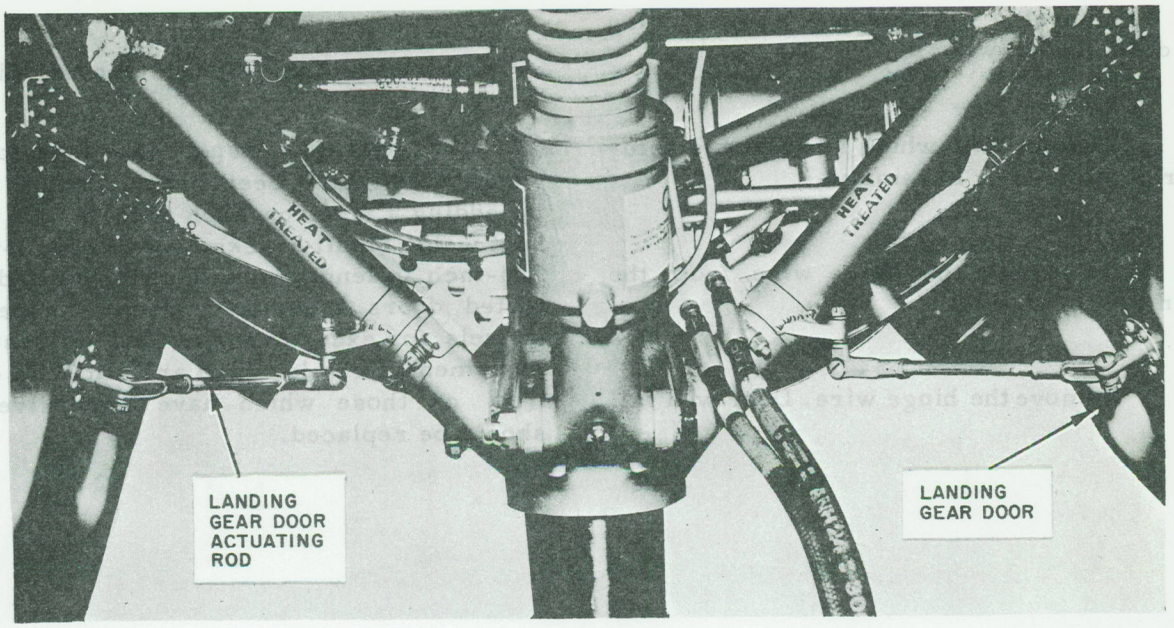

Figure 2-56 Landing Gear Door Adjustment
(d) Rigging - The landing-gear doors are adjusted by varying the length of the actuating rods (Figure 2-56) which connect the doors to the shock strut and by moving the clamp up or down or rotating it on the V-brace Properly adjusted, the doors will fit snugly with about 1/8-inch clearance between them when fully retracted. Adjust the linkage to cause a slight bow (approximately 1/8-inch) in the lower forward nacelle skin with the gears fully retracted. This will eliminate vibration of the doors while in flight. The bolts in the attaching linkage should not be tightened to such an extent as to impair free action of the swivel or rod linkage. Rig the main landing-gear doors as follows:
(2) Check the upper and lower limit switches to ensure they are correctly set.
(3) Disconnect the landing-gear door linkage on either left or right wheel, and secure the doors back and out of the way.
(4) Adjust the landing-gear door linkage (Figure 2-56), which has not been disconnected and set the doors approximately 12 plus or minus 1/2-inch from the landing-gear piston. Measure from the lower forward corner of each door.